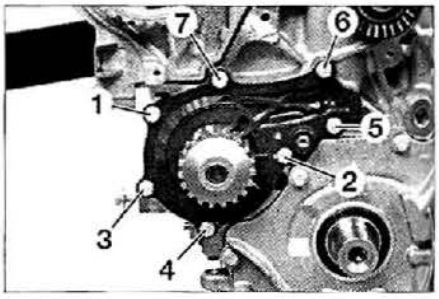

FIG. 23
- Desmontar los siete tornillos de fijación de la bomba de agua y desmontarla (**Fig.23**).
Al montar, limpiar cuidadosamente los planos de junta de la bomba y del bloque motor con un producto decapante. Colocar la bomba de agua provista de una junta nueva en el bloque motor y apretar sus tornillos de fijación en el orden indicado (**Fig.23**) y al par pres-